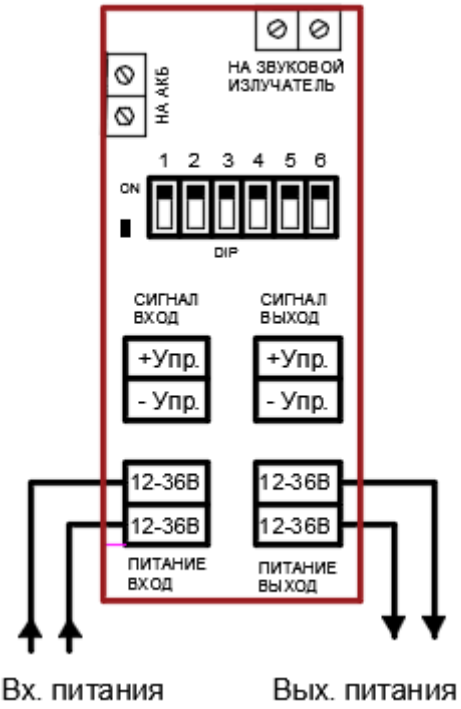

Рисунок 3 – Схема 2-х проводного подключения оповещателя пожарного взрывозащищенного ТСВ 12÷36В. Номинал управляющего сигнала: 12÷36В DC, 12÷28В AC.
- произвести подключение проводов в соответствии со схемами подключений рис. 3 – 6 настоящего РЭ. В оповещателе использованы нажимные клеммы для проводов, сечением до 2,5 мм^2. Для подключения оповещателя использовать кабели с медными жилами, сечением не менее 0,75 мм^2.